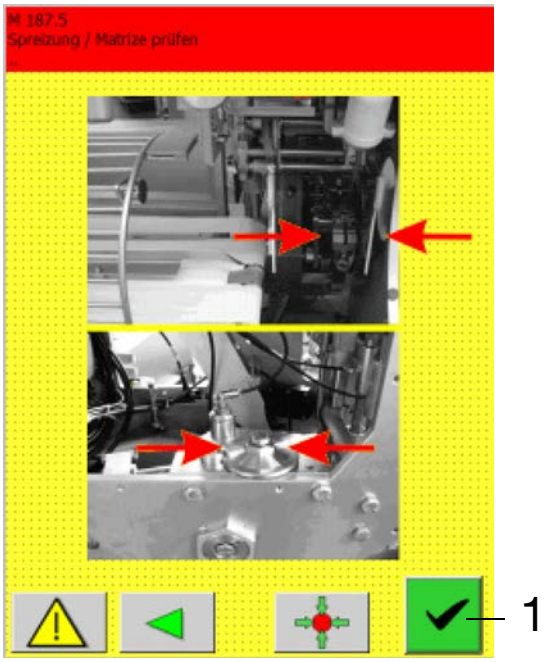

Fig. 5-16 M 187.5 Check spreading / die
- Press button 1 (Fig. 5-16) in the message display to confirm the changed setting.